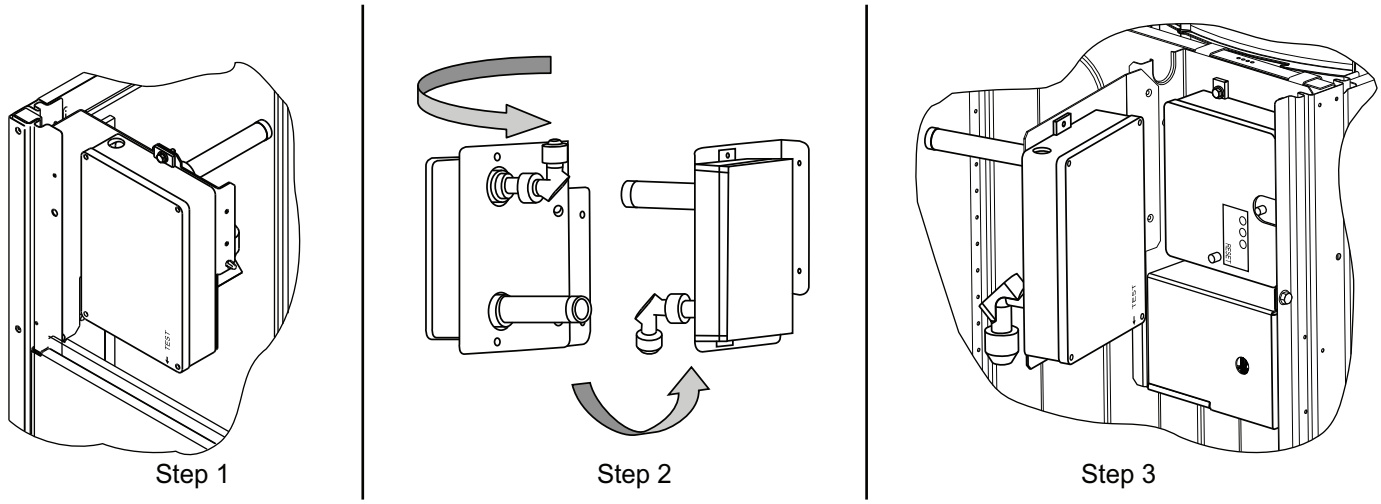

Fig. 67 — Completing Installation of Return Air Smoke Sensor
1. Unscrew the two screws holding the return-air smoke detector assembly. See Fig. 67, Step 1. Save the screws.
2. Turn the assembly 90 degrees and then rotate end to end. Make sure that the elbow fitting is pointing down. See Fig. 67, Step 2.
3. Screw the sensor and detector plate into its operating position using screws from Step 1. See Fig. 67, Step 3.